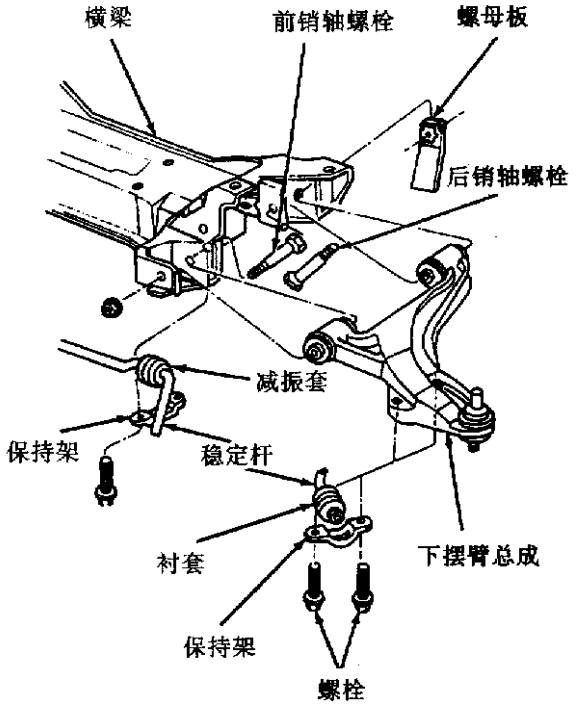

图 7－5　下摆臂总成
(1) 拆装减振器与转向节时应注意配对，并对凸轮螺栓做好标记，螺栓弹圈在装配时要装在各自一边。
(2) 检查减振器的泄漏。泄漏是指油液沿侧边流下并在下端形成油滴。仅在其周围有可见的渗油不是异常现象，不影响其性能。
4. 下摆臂的维修(图 7－5)
驱动轴总成的拆卸如图 7－6 所示，具体步骤如下：